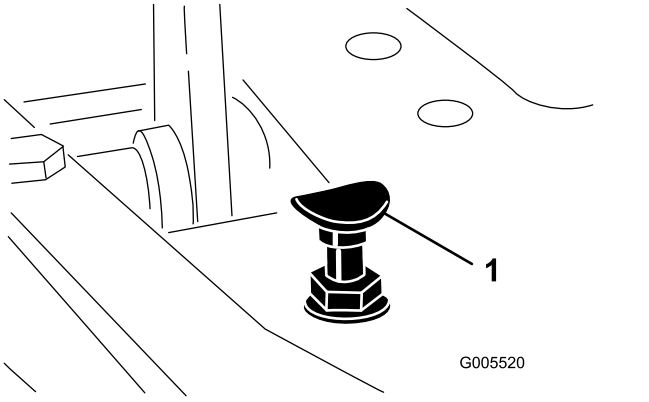

Figura 49
Para obtener la velocidad máxima de transporte, ponga la palanca de control funcional en la posición de TRANSPORTE y pise el pedal de tracción. Si el pedal toca el tope (Figura 49) antes de que se note tensión en el cable, ajústelo como se indica a continuación:
1. Ponga la palanca de control funcional en la posición de TRANSPORTE y afloje la contratuerca que fija el tope del pedal a la chapa del suelo (Figura 49).